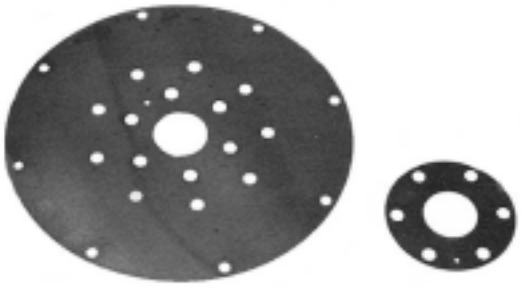

Figure 6-61
4. For single bearing generators, insert a guide stud into the drive hub. Position all spacers (if any), then all drive discs, one at a time until all discs are installed. (Figure 6-61.)